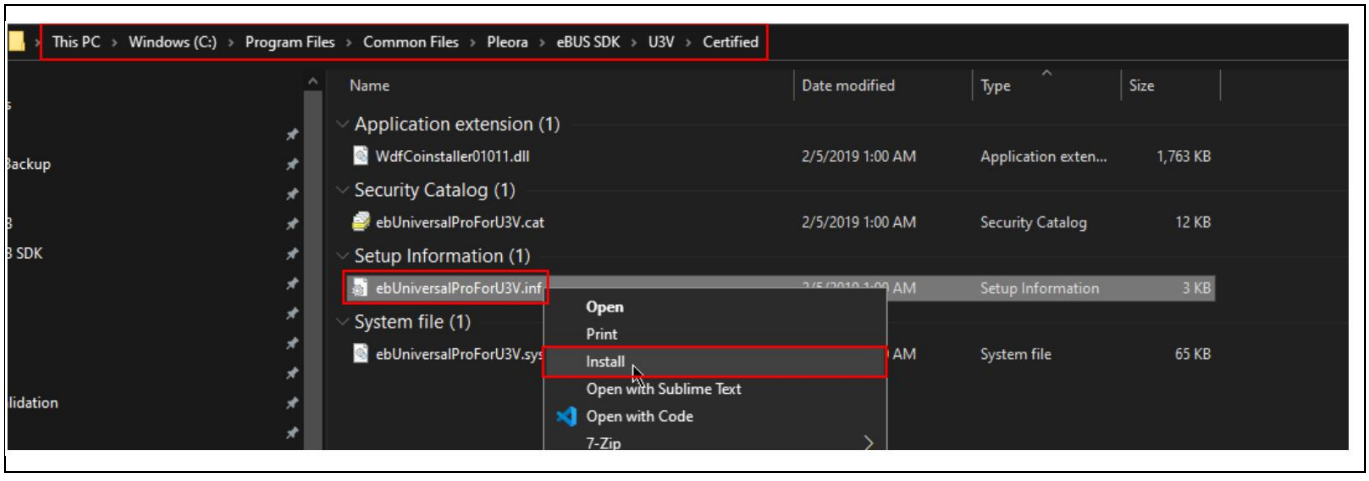

Figure 17 Installing driver for USB3 Vision player (eBUS player)
8. If FX3 is not detected, go to "*C:\Program Files\Common Files\Pleora\eBUS SDK\U3V\Certified*" and install the U3V driver as shown in **Figure 17**.